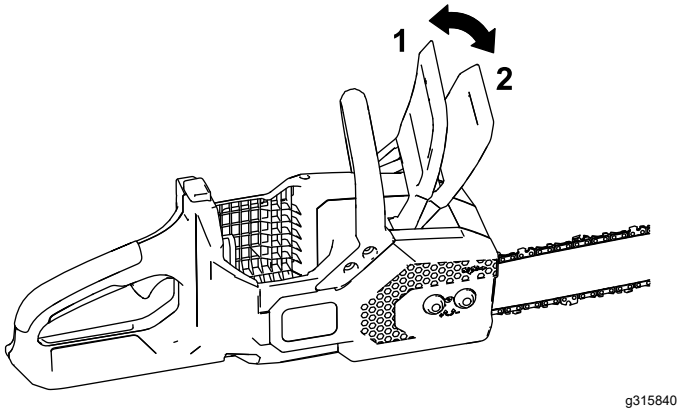

Figur 25
2. Koble inn kjedebremsen ved å flytte kjedebremsen fremover til STOPP-posisjon (Figur 25).
4. Koble fra kjedebremsen ved å flytte kjedebremsen bakover til DRIFT-posisjon (Figur 25).
4. Pass på at kjedebremsen er i DRIFT-posisjon (Figur 25).